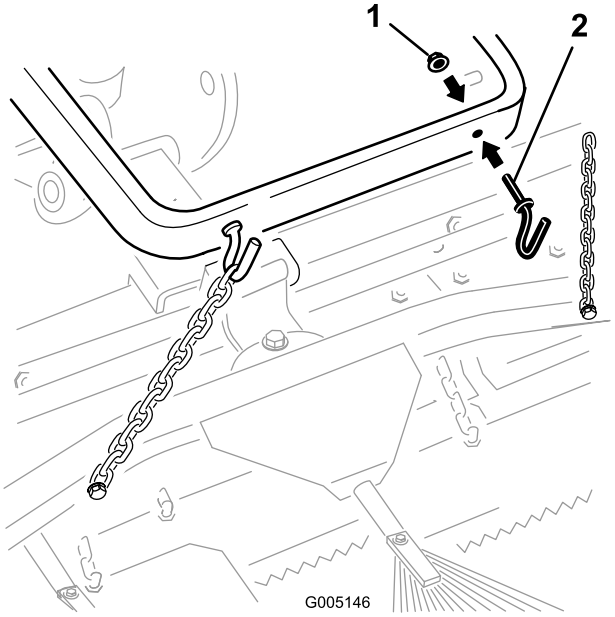

図 6
A. フランジナット2個 ((3/8 インチ)) を使って、昇降アームの後部にフック2個を取り付ける（図 6）。チェーンを希望の長さにしてフックに固定する。